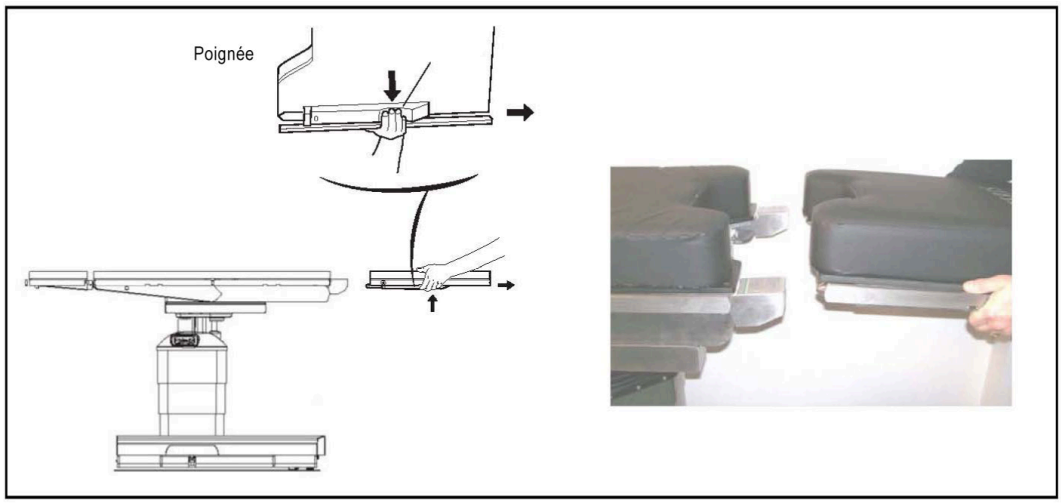

Figure 4-14. Retrait de la section appui-jambes
2. **Tout en maintenant l'armature de la section appui-jambes, appuyer sur les deux poignées et tirer simultanément vers l'arrière (voir la *Figure 4-14*).**